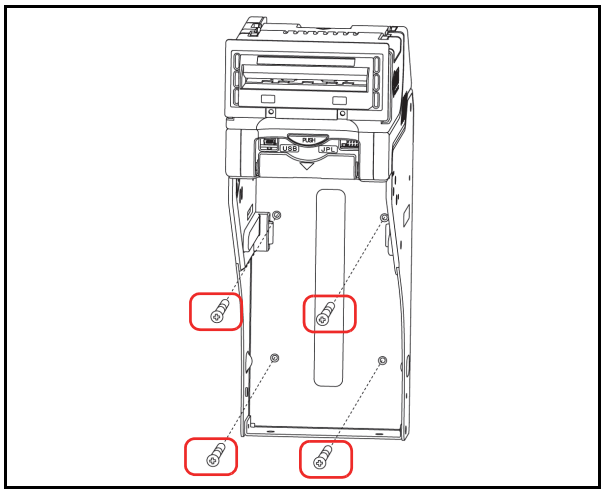

Figure 2-3 Flat Head Screws Locations (Rear Side)
3. When an end mounting configuration is preferred, remove the Cash Box and bolt the rear end of the iVIZION® Frame into its intended location using four (4) UNC6-32 Flat Head Screws from inside the back end of the Frame as shown in Figure 2-3.